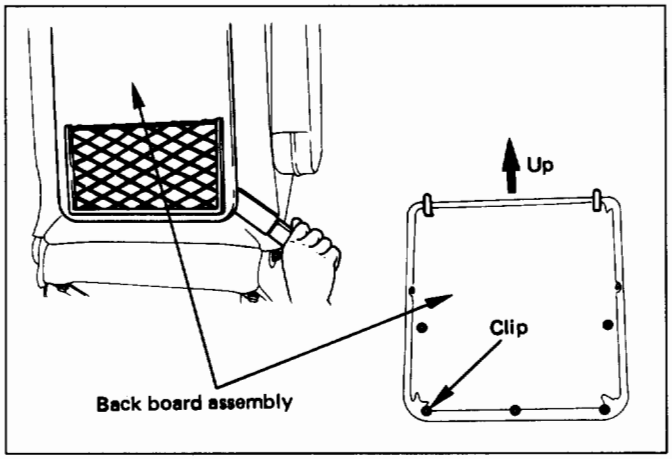

Fig. 10-192
- Pull out the back board while prying the clip of the back board free from the seat back assembly. (Fig. 10-192)